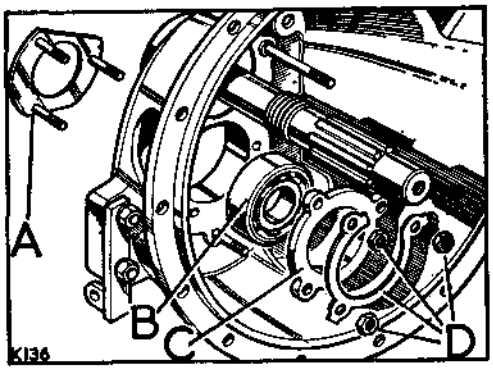

**Fig. C1-138. Layshaft bearing**
5. Press the layshaft bearing into the bell housing, and secure the fixings, see Fig. C1-138.